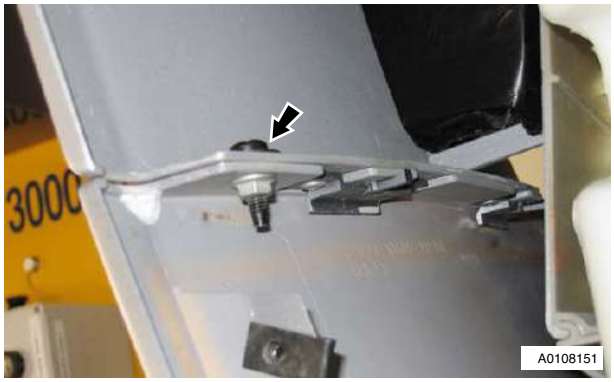

Figure 8
10. Release clips (x2) wing to sill and remove wing (see Figure 8).